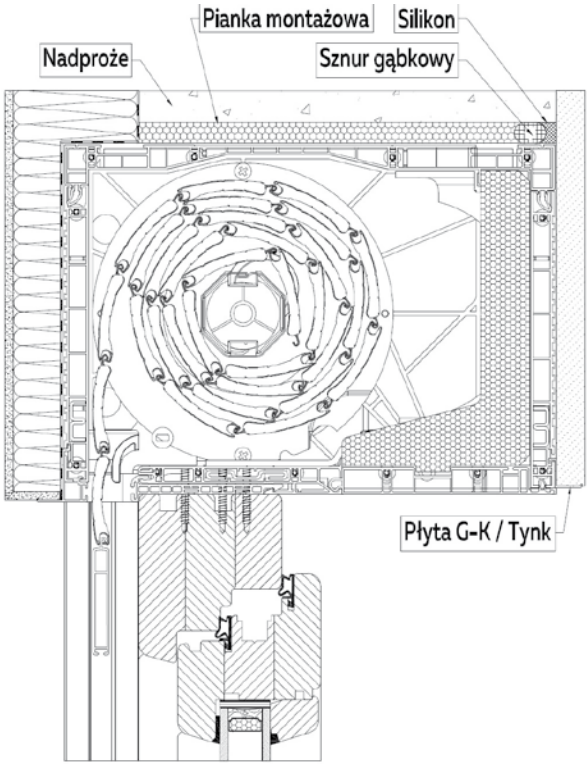
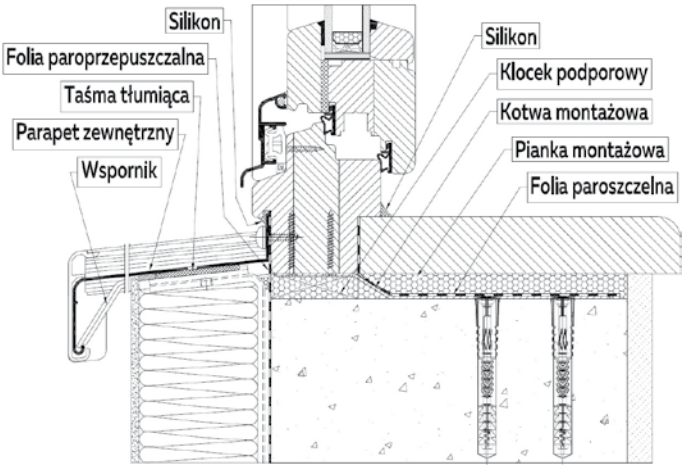

Rys. 7. Połączenie okna ze skrzynką roletową nakładaną
Rys. 8. Uszczelnienie i wykończenie progów okiennych
11. Dolną część ościeżnicy, na zewnątrz pomieszczenia, można dodatkowo uszczelnić przyklejając folię paroprzepuszczalną między ramą dolną okna a murem (rys. 8 str. 11). Przykładowy montaż okna ze skrzynką roletową nakładaną, montowaną pomiędzy oknem a nadprożem (rys. 7 str. 10).